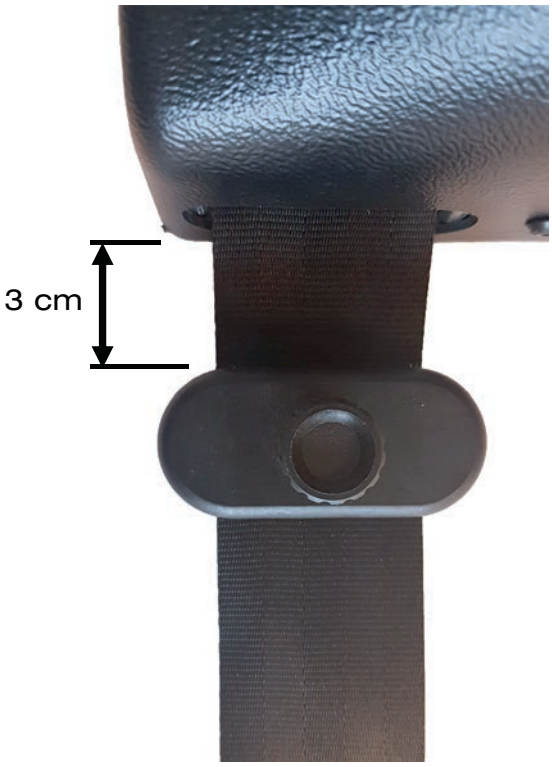

Figure 18: Fine Adjustment
- ⇨ Adjust both magnets, such that they are approx. 3 cm from the winch housing (see Figure 18).